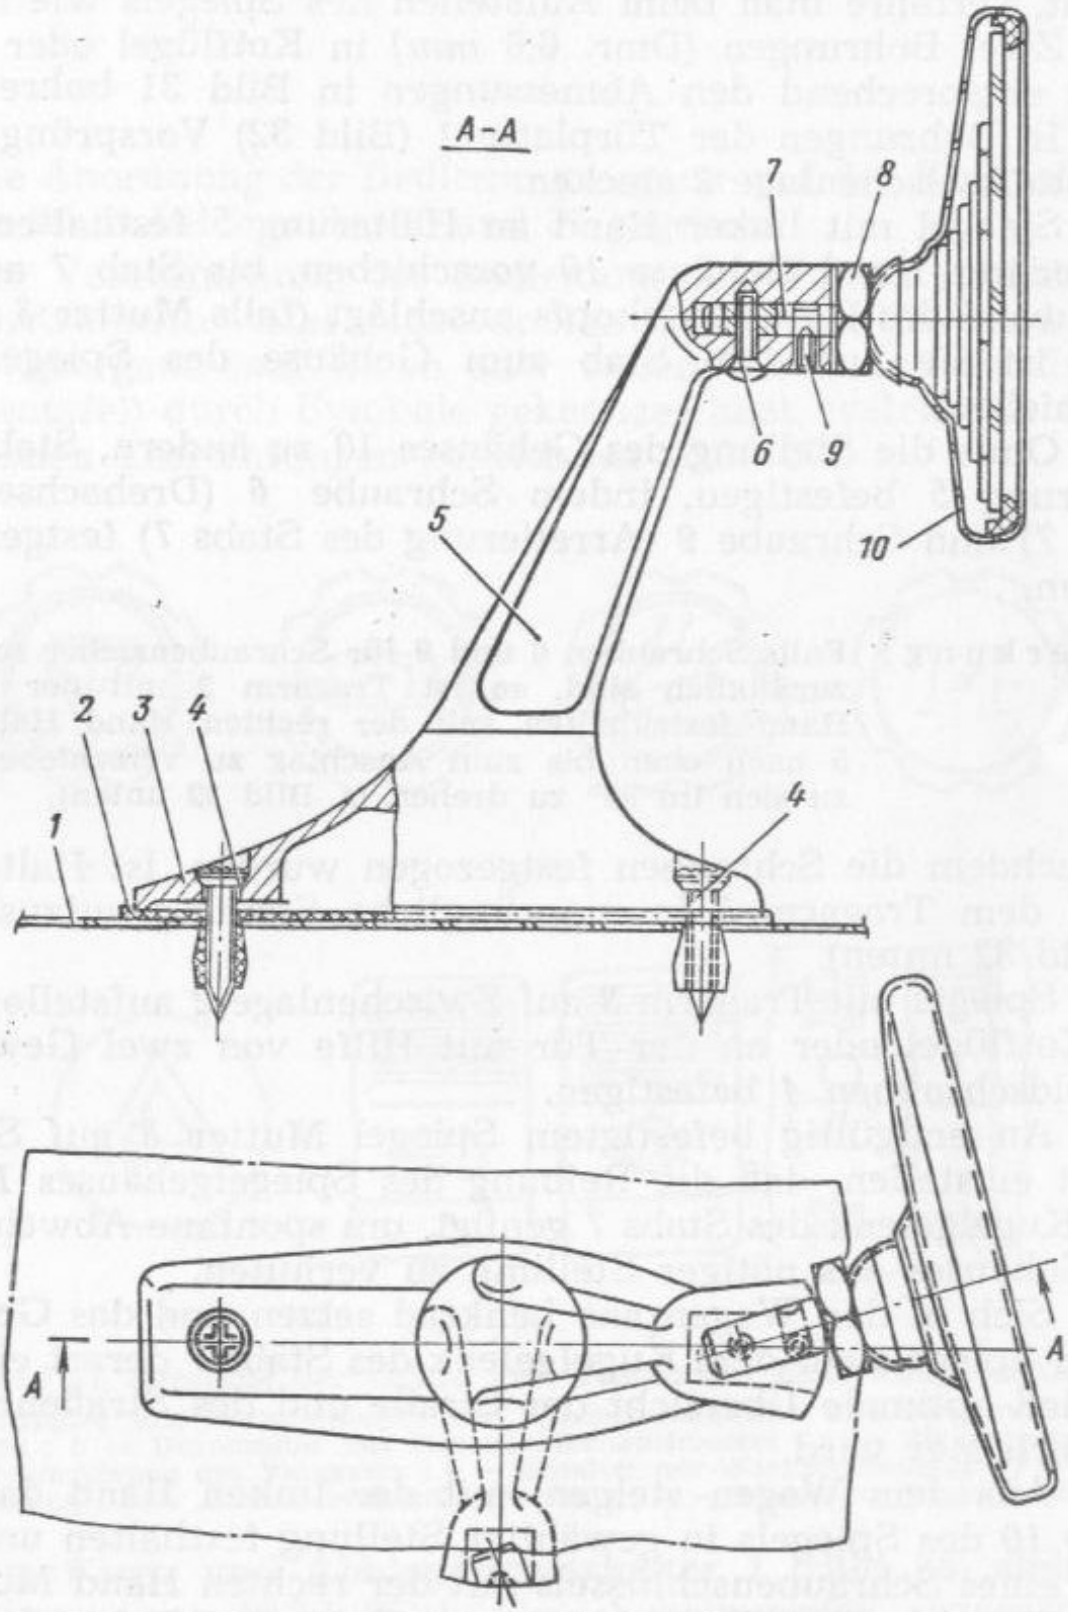

Bild 32. **Außenspiegel mit Befestigungsteilen (Bezeichnung der Positionen siehe im Text)**
2. In Bohrungen der Türplatte *1* (Bild 32) Vorsprünge der Plaststoffzwischenlage *2* stecken.
Anmerkung: Falls Schrauben 6 und 9 für Schraubenzieher schlecht zugänglich sind, so ist Tragarm 3 mit der linken Hand festzuhalten, mit der rechten Hand Halterung 5 nach oben bis zum Anschlag zu verschieben und zu sich im 90° zu drehen (s. Bild 32 unten).
Nachdem die Schrauben festgezogen wurden, ist Halterung *5* auf dem Tragarm *3* in ursprüngliche Stellung aufzustellen (s. Bild 32 unten).